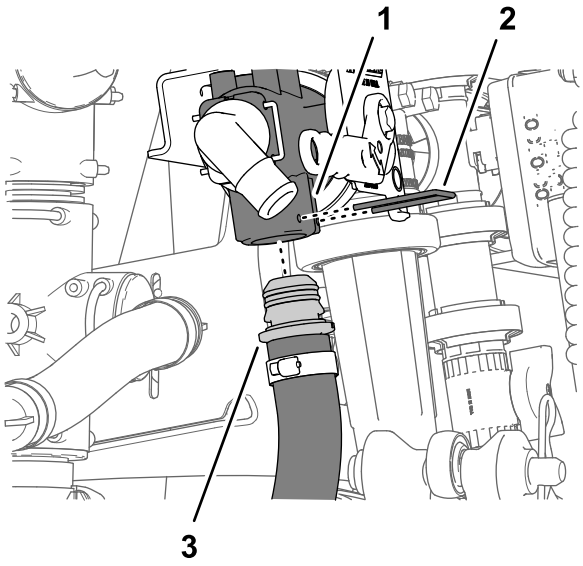

Figur 226
3. Innrett den andre 90°-koblingen til trykkslangeenheten (Toro-delenr. 131-9648) med den åpne porten på T-stykket på sprederpumpen, og sett inn 90°-koblingen til den sitter i T-stykket (Figur 226).
4. Innrett den rette koblingen med mothaker på trykkslangeenheten (Toro-delenr. 131-9648) med den nedre porten til væskeavstengingsventilen og sett inn den rette koblingen til den sitter i ventilen (Figur 226).